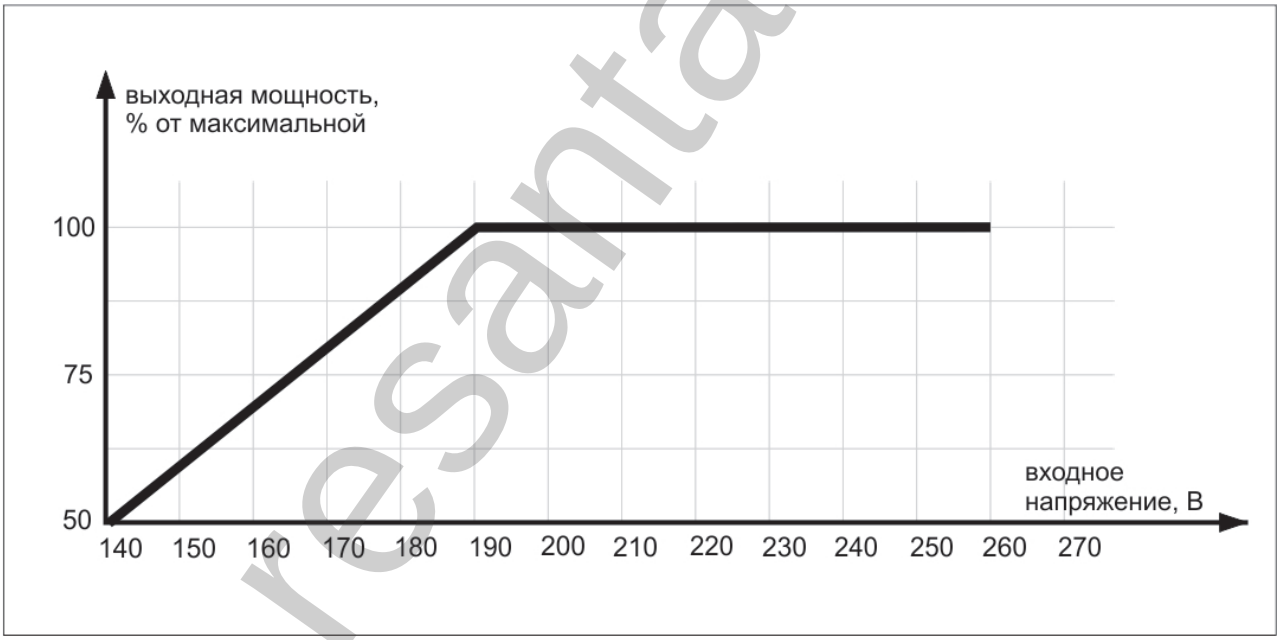

Рис. 2. График зависимости выходной мощности стабилизатора от входного напряжения
*Расчёт мощности произведён для работы стабилизатора при входном напряжении более 190 В. Если напряжение ниже 190 В, необходимо учитывать поправку согласно рис.2.